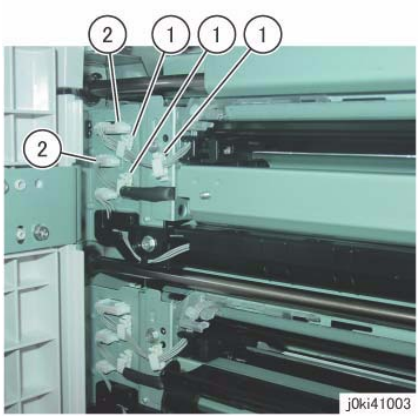

Figure 3 Disconnect the connectors
7. Disconnect the connector. (Figure 3)